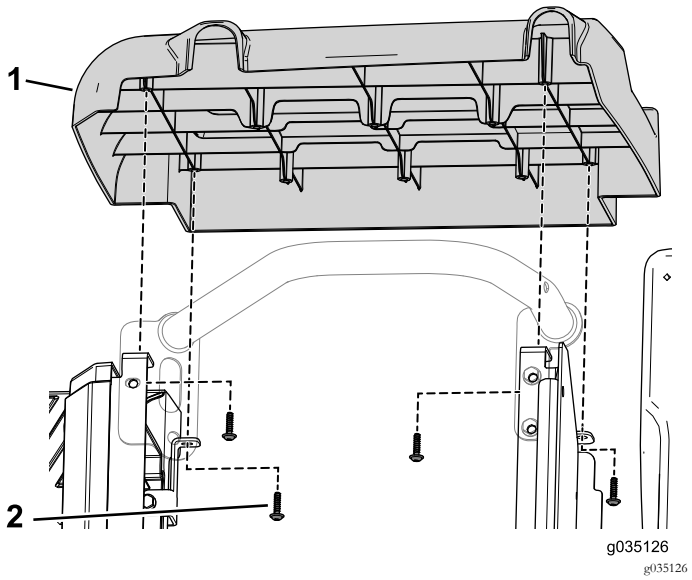

Figura 88
10. Utilice los 4 tornillos autorroscantes para sujetar la cubierta del lado derecho al conjunto de asiento (Figura 88).